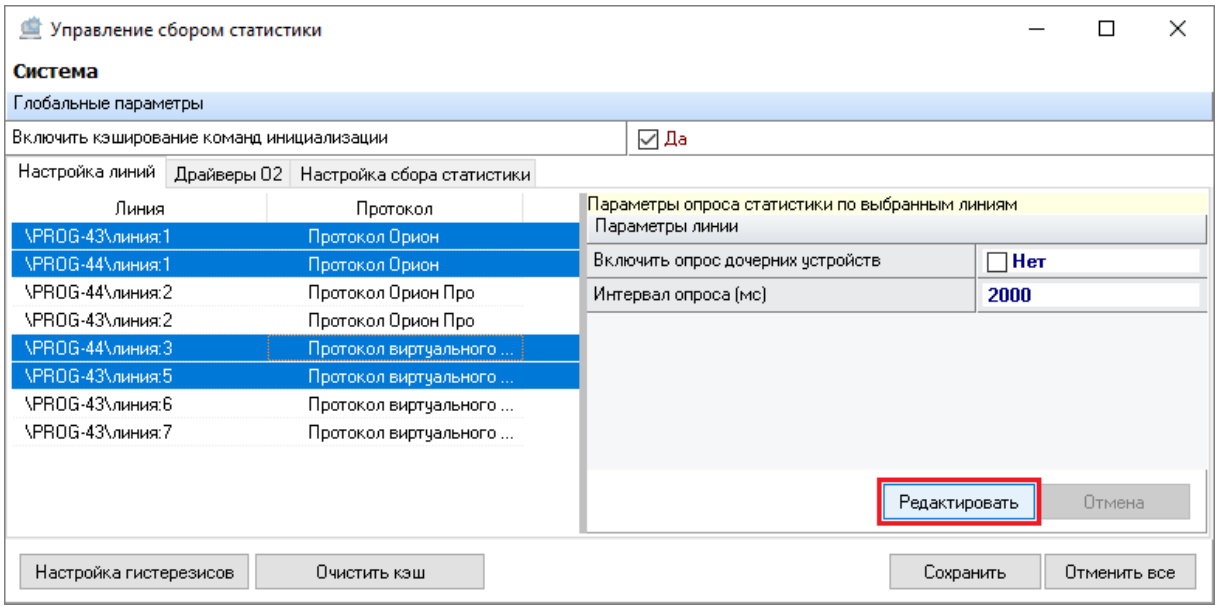

Рисунок 6-214 Переход к редактированию параметров опроса статистики для выбранных линий
2) нажмите кнопку «Редактировать» в области «Параметры опроса статистики выбранных линий» (см. Рисунок 6-214) для перехода в режим редактирования параметров опроса статистики для выбранных линий;